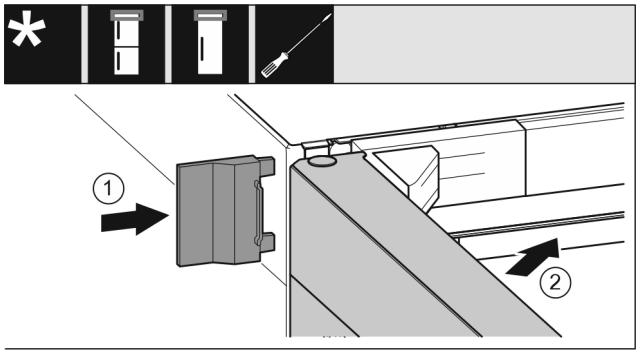

Fig. 19
▶ Slide on the outer cover. *Fig. 19 (1)*
▶ Close the upper door. *Fig. 19 (2)*